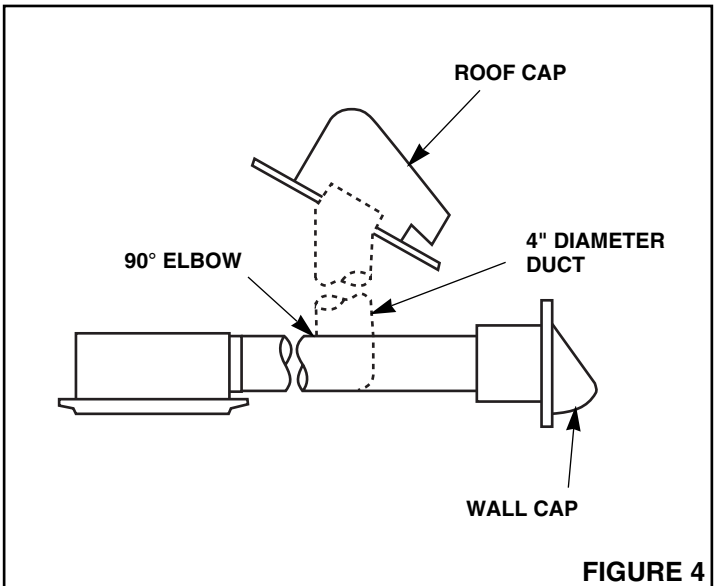
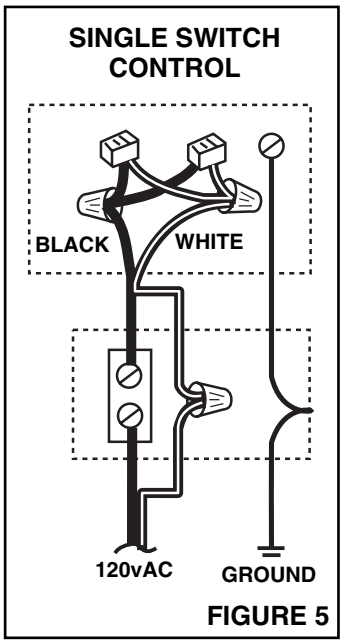
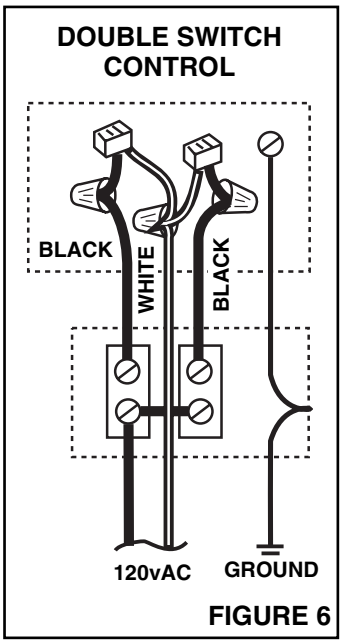

FIGURE 4
FIGURE 5
FIGURE 6
2. **Refer to Figure 4.** Run 4" round duct from outside to fan's discharge opening.
Refer to Figures 5 and 6.
4. If a single switch will be used to control both the fan and the light, make wiring connections as shown in Figure 5. If a double switch will be used for separate control of the fan and light, make connections as shown in Figure 6.
WIRING AND DUCTING: Refer to Figures 5 and 6 for wiring and to Figure 4 for ducting. Plan ducting and wiring before proceeding with installation.